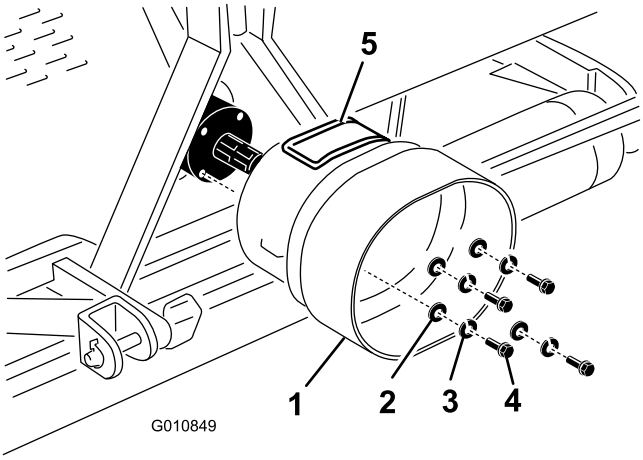

Figur 16
1. Fjern de 4 bolte, låseskiver og flade skiver, der er fastgjort på enden af dybdelufterens gearkasse (Figur 16).
2. Monter kraftudtagsskærmen på dybdelufterens gearkasse med fastgørelsesanordningerne, der blev fjernet tidligere (Figur 16). Når kraftudtagsskærmen monteres, skal du kontrollere, at adgangspanelet (Figur 16) er placeret øverst eller på siden afhængig af dybdelufterens rammekonfiguration.
Bemærk: Adgangspanelet (Figur 16) kan åbnes for at gøre det nemmere at fjerne og montere kraftudtagsakslernes fastgørelsesanordninger.